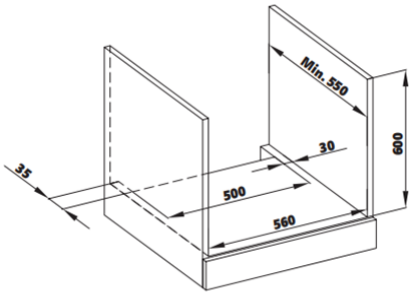

Abbildung 2
- Das Gerät ist so konzipiert, dass es auf handelsübliche Arbeitsplatten passt. Zwischen dem Gerät und Küchenwänden oder -möbeln muss ein sicherer Abstand gelassen werden. Geeignete Abstände sind den Zeichnungen zu entnehmen. (siehe Abbildung 2,3) (Werte sind in mm).
- Der Schrank muss den in Abb. 2 angegebenen Abmessungen entsprechen.